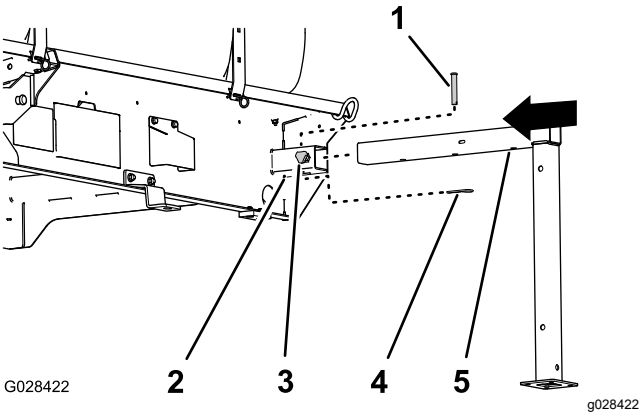

Figure 101
1. Align the front jack stand with the jack stand receiver at the front of the tank (Figure 101).
2. Insert the jack stand into the receiver until the middle hole in the horizontal jack stand tube is aligned with the hole in the top of the receiver (Figure 101).
4. Thread a lock knob into the receiver and tighten the knob by hand (Figure 101).